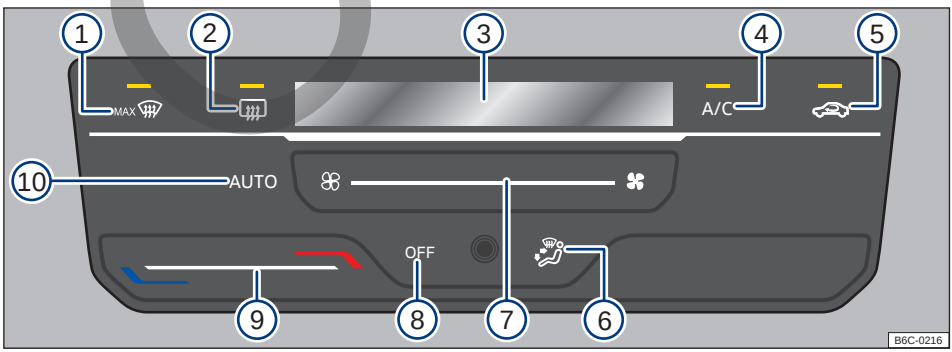

Fig. 80 Comandos del Climatronic. ▶
– *Climatronic:* toque la superficie funcional **OFF** → fig. 80 ⑧.
Tocando la superficie funcional AUTO → fig. 80 ⑩ se puede encender el modo automático del Climatronic.
El modo automático garantiza temperaturas constantes dentro del vehículo. La temperatura del aire, el volumen de aire y la distribución de aire se regulan automáticamente. El funcionamiento automático se apaga cuando la ventilación se cambia manualmente → fig. 80 ⑦ o cambiando la distribución del aire a través de la superficie funcional → fig. 80 ⑥.
– *Climatronic:* toque el botón de función A/C → fig. 80 ④ para encender y apagar la operación de enfriamiento.
– *Climatronic:* deslice el dedo debajo de la botón de función → fig. 80 ⑨.
En la pantalla del Climatronic → fig. 80 ③ se indica la temperatura ajustada.
– *Climatronic:* deslice el dedo debajo de la botón de función → fig. 80 ⑦.
– *Aire condicionado:* presionar el botón ⑥.
– *Climatronic:* tocar el botón de función → fig. 80 ⑤.
– *Climatronic:* tocar el botón de función → fig. 80 ⑥ a la posición deseada, la distribución seleccionada se indicará en la pantalla ③.
– *Climatronic:* tocar el botón de función MAX → fig. 80 ①.
– *Climatronic:* tocar el botón de función → fig. 80 ②.